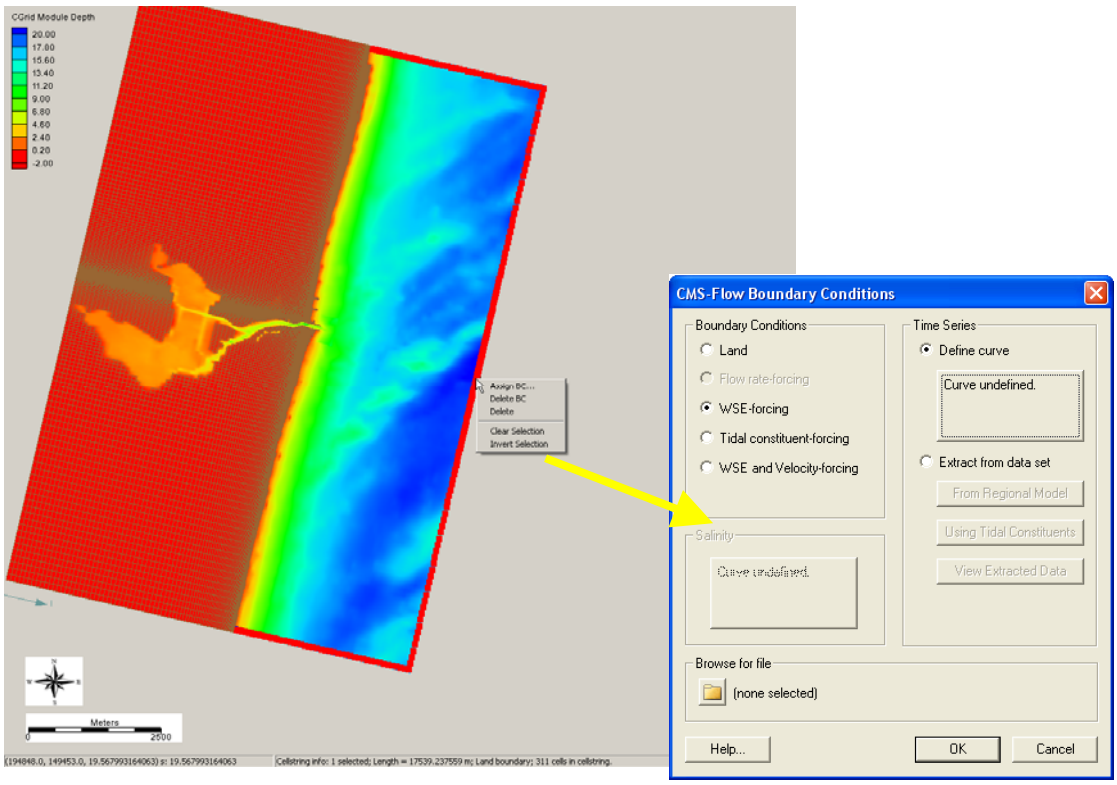

Figure 26. Selecting the cellstring along the ocean boundary, and clicking on *Define curve* under the *WSE-forcing* option.
1. Open one of the generated grids and select the *Select a Cellstring* button , rt-click the blue cellstring along the ocean boundary (if this cannot be selected it is because all cellstrings were deleted; this can be regenerated by clicking and clicking around the ocean cells or selecting *Cellstring* and *Generate Along Boundary*), select *Assign BC* (Figure 26),
2. Select the *WSE-forcing* boundary condition, and click curve undefined (Figure 26)